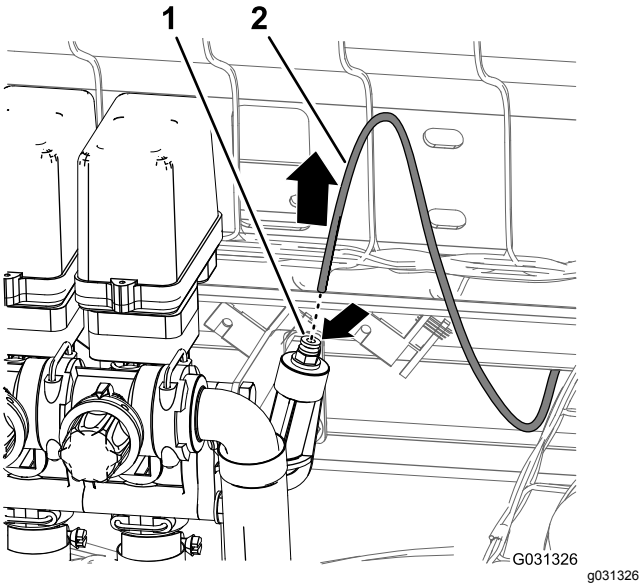

Figur 42
1. Trykk ned enden av rørkoblingen i trykkporten på høyre side av den høyre bomseksjonventilen (Figur 42).
2. Dra det trykkfølsomme røret for dashbordmåleren ut av rørkoblingen (Figur 42).